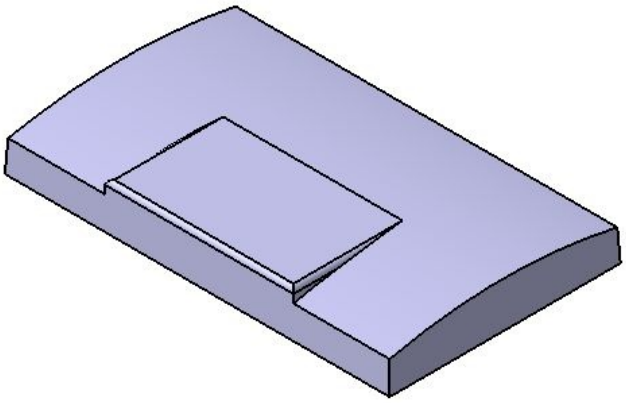

Figure 6-102 *The model after filleting the first set of edges*
3. Choose the **OK** button from the **Edge Fillet Definition** dialog box. The model after filleting the first set of edges is shown in Figure 6-102.